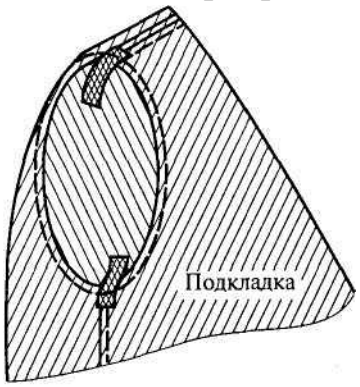

Рис. 98
– с помощью полосок ткани (шириной 2,0 —2,5 см, длиной 4 — 5 см), которые вкладывают в шов втачивания рукава подкладки на уровне плечевых и боковых швов (рис. 98). Свободные концы полосок прикрепляют к пройме изделия.